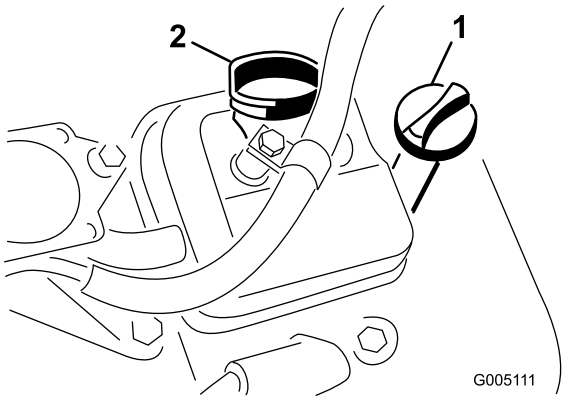

**Figuur 21**
3. Draai de peilstok in de buis. Let erop dat de peilstok volledig in de buis schuift (Figuur 21).